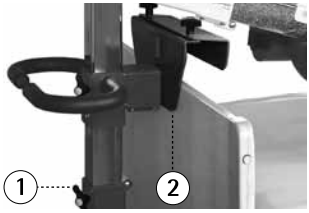
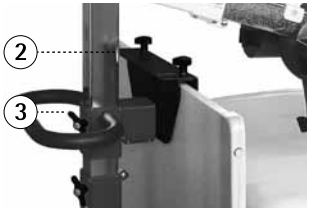

Bild 21
Bild 22
Framkörningen med standardunderredet och fixering med hjälp av sänghållaren: Kör fram MOTOmed letto2 till sängens fotända. Lossa höjdinställningens låsskruv (1) och höj MOTOmed letto2 så högt att sänghållaren (2) når över sängens fotdel. Lossa nu låsskruven vid handtaget (3) och sänk sänghållaren på MOTOmed letto2 så långt ner att den omsluter sängens fotdel ordentligt. Sedan ställs höjden på MOTOmed letto2 in så att fotstöden inte stöter mot madrassen. Se även till att transporthjulen är bromsade. Dra sedan åt låsskruvarna igen (1) och (3) (Bild 21, Bild 22) tryck åter in bromsarna på underredets ben (o. bild.).